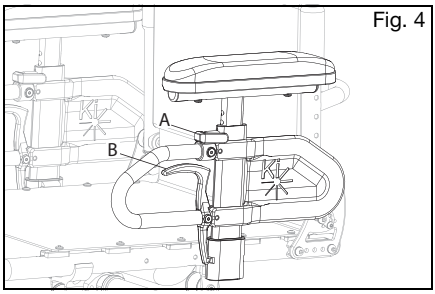

Fig. 4
b. The armrest will automatically lock into place. Check to make sure the locking lever is as shown (Fig. 4:B).
a. Rotate the release lever (Fig. 4:A).
d. Push the arm pad until the upper arm locks firmly into place. Check to make sure the locking lever is as shown (Fig. 4:A).
a. Squeeze the release lever (Fig. 4:B) and remove the armrest.